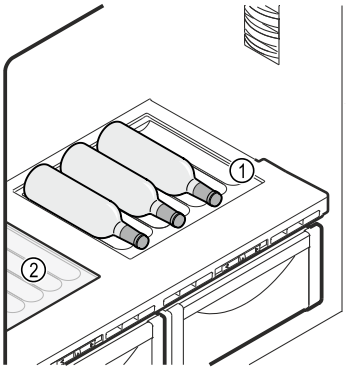

Fig. 128 例图
▶ 将玻璃隔板 *Fig. 128 (2)* 放入可调瓶架下方。